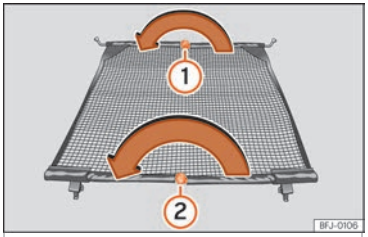

Fig. 167 Chiudere la rete divisoria.
- Premere il pulsante di sblocco ››› fig. 167 ① e, tenendolo premuto, piegare la barra trasversale nella direzione indicata dalla freccia.
- Premere il pulsante di sblocco ››› fig. 167 ② e, tenendolo premuto, piegare la barra trasversale nella direzione indicata dalla freccia.